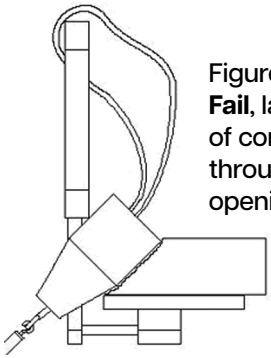

Figure 6b.
- If the large end of the cone passes through the opening, this space fails the test (figure 6b).